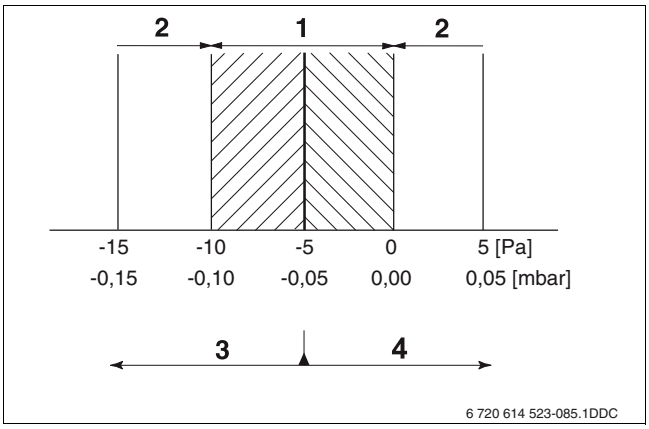

Afb. 45 Instellen drukverschil
- ▶ Controleer de gas-luchtverhouding. Dit drukverschil dient bij laaglast tussen de -10 en 0 Pa (-0,10 en 0,00 mbar) te liggen. Het nominale drukverschil is -5 Pa (-0,05 mbar) (→ afb. 45).